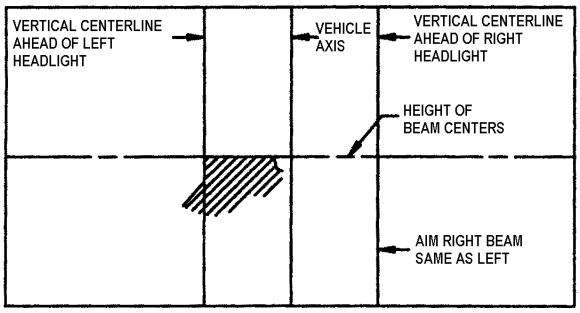

FIGURE 48: HIGH-INTENSITY ZONE (SHADED AREA) OF A PROPERLY AIMED LOWER BEAM ON THE AIMING SCREEN 7.6 M (25 FT) ON FRONT OF VEHICLE 06504
6. Low beam headlights are aimed so that the top edge (the cutoff) of the high-intensity zone is at the vertical location as per Table 1 and the left edge of the high-intensity zone is at the vertical centerline of the headlight (Fig. 48).